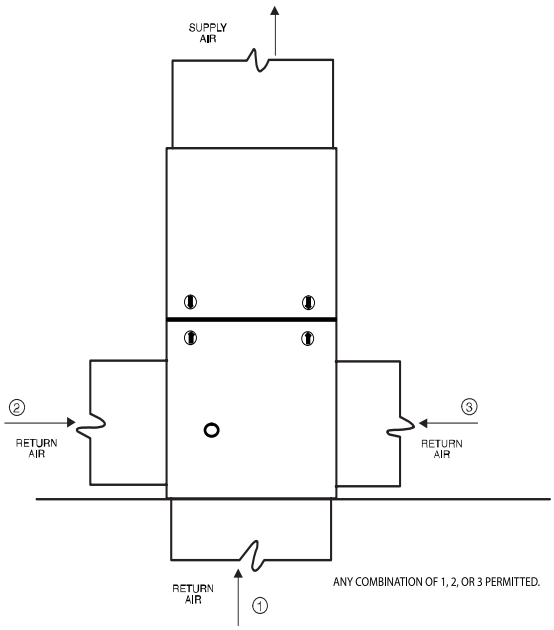
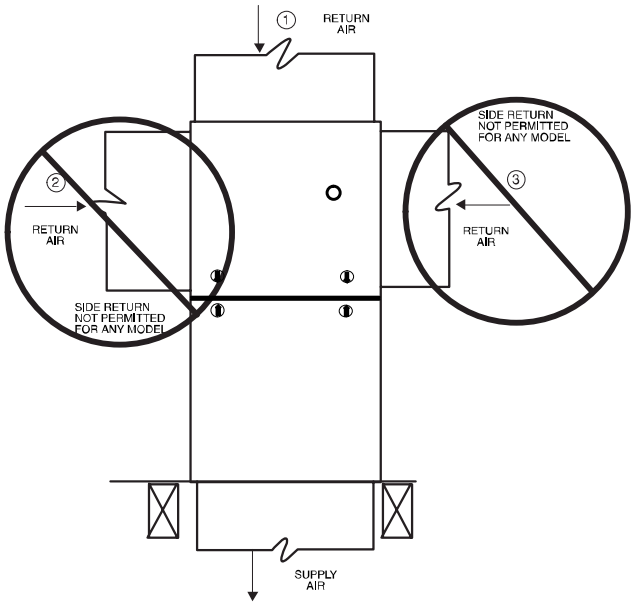
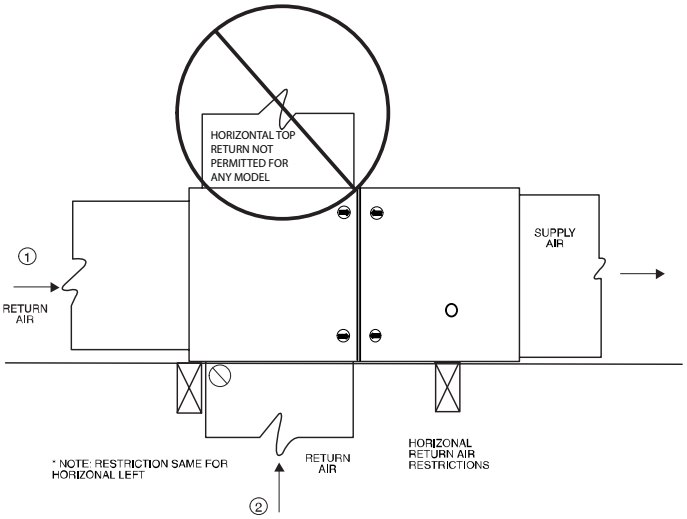

**Fig. 21 – Upflow Return Air Configurations and Restrictions**
**Fig. 22 – Downflow Return Air Configurations and Restrictions**
**Fig. 23 – Horizontal Return Air Configurations and Restrictions**
The return-air duct must be connected to bottom, sides (left or right), or a combination of bottom and side(s) of main furnace casing. Bypass humidifier may be attached into unused return air side of the furnace casing. See Fig. 21, Fig. 22, and Fig. 23.
**NOTE:** Side return-air openings can be used in UPFLOW and some HORIZONTAL configurations. Do not use side return-air openings in DOWNFLOW configuration. See Fig. 21, Fig. 22, and Fig. 23.
The return-air duct must be connected to return-air opening (bottom inlet). DO NOT cut into casing sides (left or right). Bypass humidifier connections should be made at ductwork or coil casing sides exterior to furnace. See (Fig. 22).
The return-air duct may be connected to bottom of the furnace. The side of casing that faces downward may also be used for return air connection. A combination of the bottom and downward facing side may also be used. The upward facing side of the casing cannot be used as a return air connection (Fig. 23).
Not all horizontal furnaces are approved for side return air connections (Fig. 23). Where required by code, seal bottom closure to furnace with tape, mastic, or other durable sealing method.